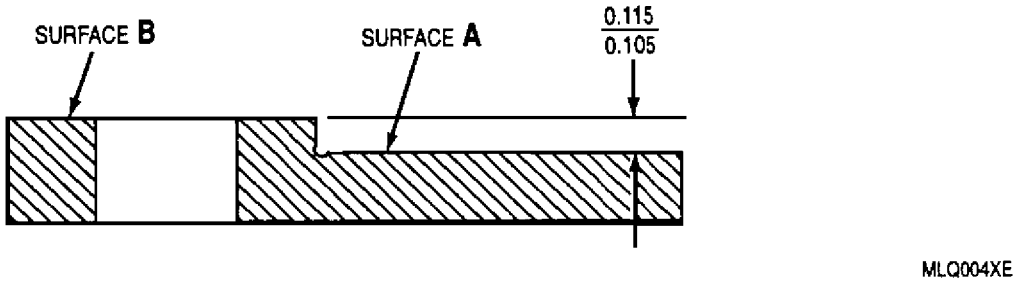

Figure 7. Carrier Rear Bearing Retaining Segment Plate Repair
a. Machine Surface A (figure 7) to remove wear or scoring. Keep material removal to a minimum. Lip thickness (Surface A to front of segment) shall not be less than 0.082 in.
(1) Remove defects by machining. Do not decrease lip thickness (Surface A to front of segment) to less than 0.068 in.
(2) Stress relieve at 400°F (204°C) for five hours.
(3) Chrome plate Surface A per WP 018 00 to obtain a finished plating thickness of 0.001 − 0.005 in. Stress relieve at 400°F (204°C) for five hours.
(4) Finish grind to obtain a 32 RMS surface finish. Maximum plating thickness shall not exceed 0.005 in.
(5) Machine Surface B to obtain a 0.105 − 0.115 in. step dimension.